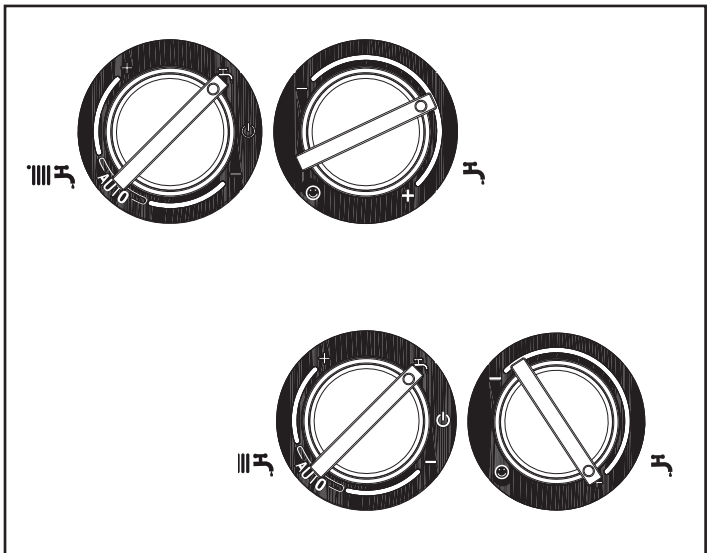

Рис. 5.1
- установите переключатель режимов работы режим «лето» «⚒» (рис. 5.1)
- установите регулятор температуры в контуре ГВС (рис. 5.1) на максимальное значение.